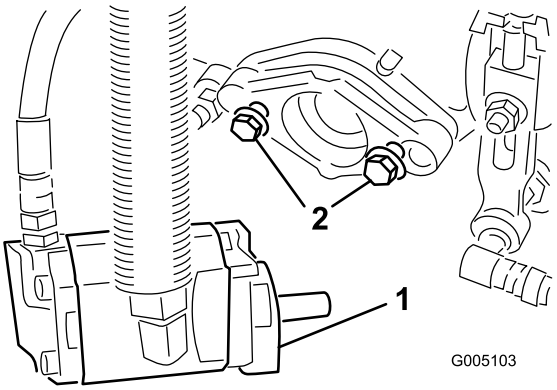

Figuur 10
7. Bevestig de montagebouten voor de aandrijfmotor van de messenkooi aan elk maaidek. Laat ongeveer 13 mm draad uitsteken op elke montagebout (Figuur 10).
11. **Draai de montagebouten vast** (Figuur 10).